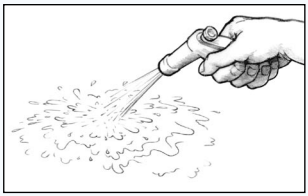

Figur 33 Rengør overfladen med rent vand efter slibningen.
4. Når du er tilfreds med overfladens konsistens og jævnhed, skal overfladen rengøres med rent vand, som skal strømme jævnt og ikke i dråber. Hvis vandet danner dråber eller perler (et tegn på kontamination), skal området aftørres med papir og derefter vådslibes igen, indtil der ikke længere forekommer vanddråber. *(Figur 33)*.